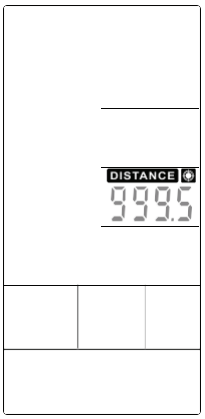

Figure 41
2. DISTANCE value is flashing, press UP and DOWN to adjust (Figure 41). Press ENTER to confirm meanwhile buzzer beeps 1s and **DISTANCE** lasting lighting up.